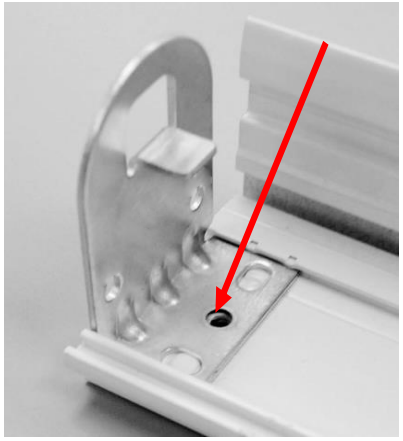
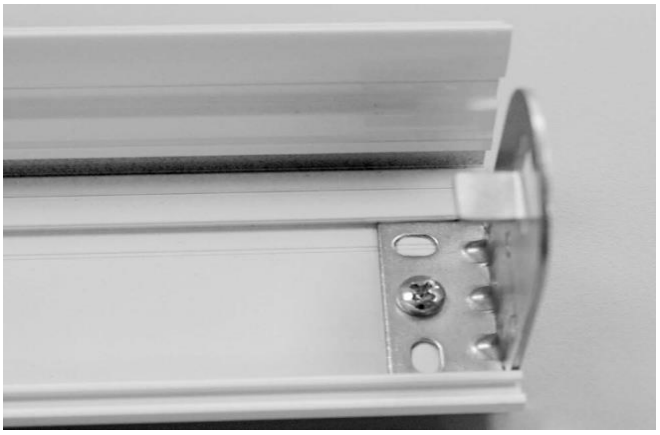

Рис.26
Рис.27
6) Вставить один кронштейн в *базовый профиль кассеты(310354-0225)* заподлицо с ним. Просверлить в центре отверстие сверлом ∅2, как показано на (**Рис.26**). Вкрутить шуруп 2,9х6,5 (**Рис.27**).